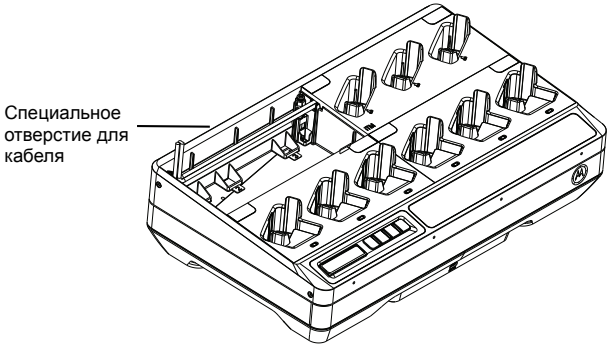

Рис. 14. Специальное отверстие для кабеля.
5. Кабель можно протянуть из правого разъема в левый разъем или в обратном направлении через специальные отверстия для кабелей (см. Рис. 14).